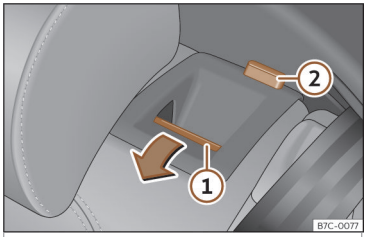

Fig. 112 Sedile posteriore: ribaltare lo schienale.
- Premere il tasto di sblocco»» fig. 112 ① in avanti e, contemporaneamente, ribaltare lo schienale. Lo schienale posteriore è sbloccato quando si vede la tacca rossa sul tasto ②.
Lo schienale posteriore è sbloccato quando si vede la tacca rossa sul tasto›› **fig. 112** ②.